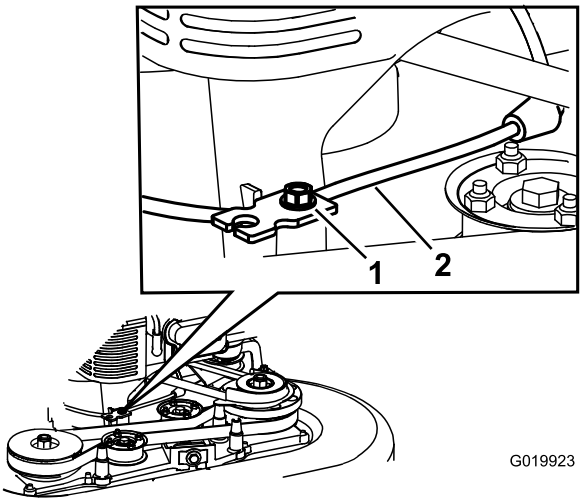

Рисунок 39
5. Ослабьте винт зажима троса (Рисунок 39).